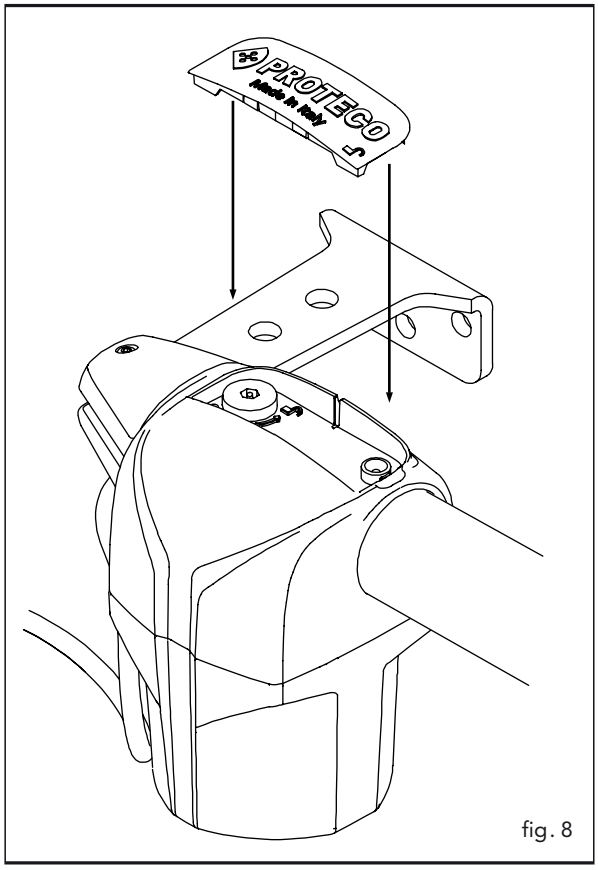

fig. 8
- Successivamente appoggiare il tappo sul riduttore come raffigurato nelle immagini, infine premere con forza sulla parte posteriore del tappo per incastrarlo sull'attuatore (fig. 8/9).